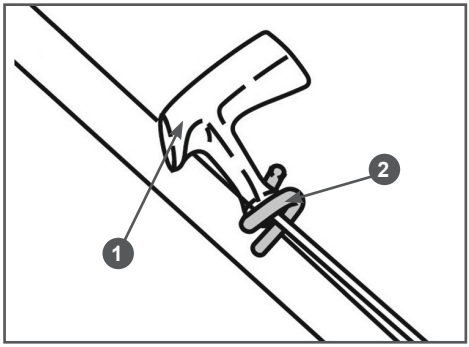

Рис. 9 Крепление ручки стартера на рукоятке
9. Закрепите ручку стартера на кронштейне на рабочей рукоятке как показано на Рис. 9.